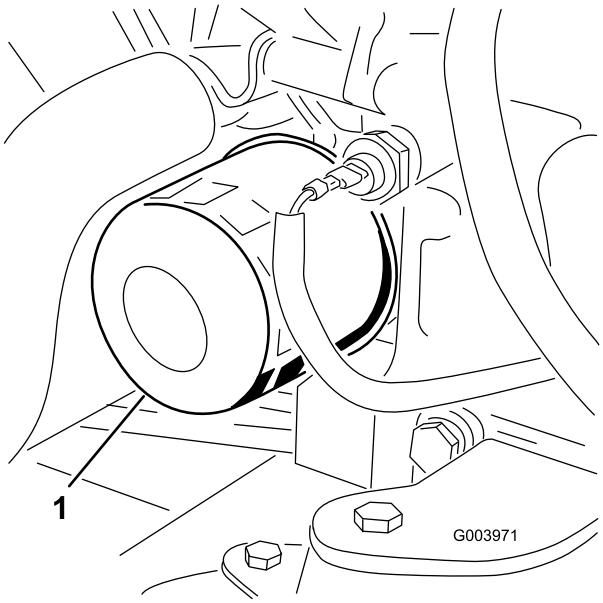

Figur 58
3. Fjern oliefilteret (Figur 58).